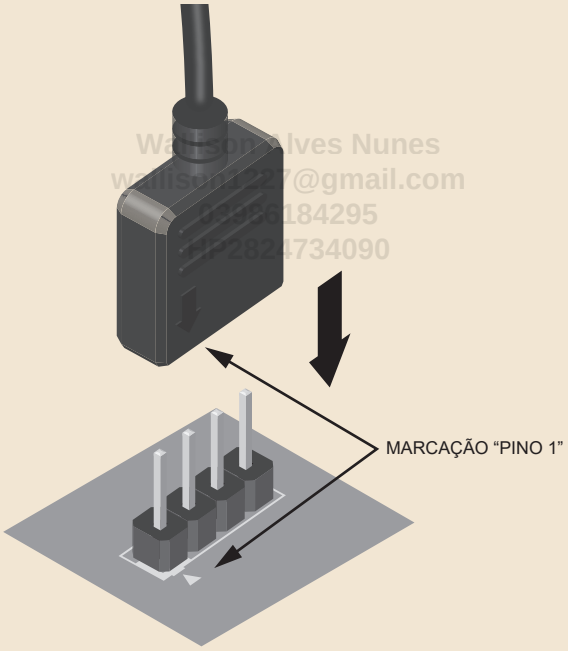

Figura 18.10: Instale o conector RGB, caso exista.
8. Caso a ventoinha do cooler seja do tipo RGB, instale uma das extremidades do cabo RGB no cooler (caso este cabo não venha permanentemente preso) e a outra extremidade no controlador RGB que acompanha o gabinete ou, caso seu gabinete não tenha vindo com um, em um conector RGB da placa-mãe, que é rotulado "LED_C1", "RGB_HEADER1", "FAN_LED1" ou similar. O problema é que é possível instalar este conector invertido, portanto, você precisa prestar bastante atenção em sua instalação. Na placa-mãe, você deve procurar a marcação de pino 1 (onde há um pequeno triângulo e/ou uma pintura diferenciada), que deve corresponder à marcação de pino 1 presente no conector da ventoinha (indicado pela presença de um triângulo). Ver Figura 18.10. Caso você tenha dúvida para identificar qual é o pino 1 do conector, veja o manual da placa-mãe.
5. Caso a ventoinha do cooler seja do tipo RGB, instale uma das extremidades do cabo RGB no cooler (caso este cabo não venha permanentemente preso ao cooler) e a outra extremidade no controlador RGB que acompanha o gabinete ou, caso seu gabinete não tenha vindo com um, em um conector RGB da placa-mãe, que é rotulado “LED_C1”, “RGB_HEADER1”, “FAN_LED1” ou similar. O problema é que é possível instalar este conector invertido, portanto, você precisa prestar bastante atenção em sua instalação. Na placa-mãe, você deve procurar a marcação de pino 1 (onde há um pequeno triângulo e/ou uma pintura diferenciada), que deve corresponder à marcação de pino 1 presente no conector da ventoinha (indicado pela presença de um triângulo). Ver *Figura 18.10*. Caso você tenha dúvida para identificar qual é o pino 1 do conector, veja o manual da placa-mãe.